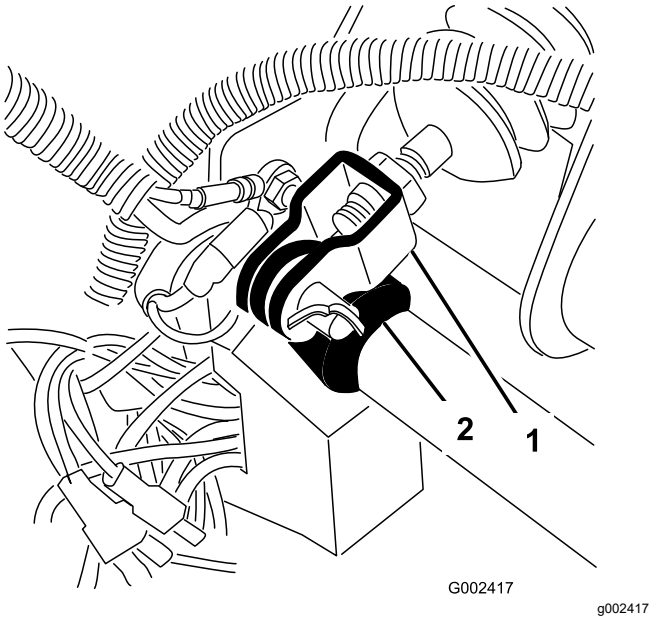

Figura 60
1. Retire el pasador de horquilla y la chaveta que fijan la horquilla del cilindro maestro al pivote del pedal de freno (Figura 60).